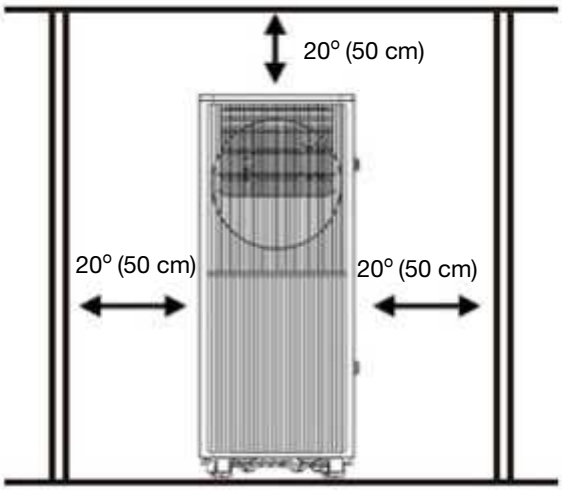

Fig. 4
- El aire acondicionado debe instalarse en un lugar plano y vacío alrededor. No bloquee la salida de aire, y la distancia requerida alrededor debe ser de al menos 50cm.(Ver Fig.4)